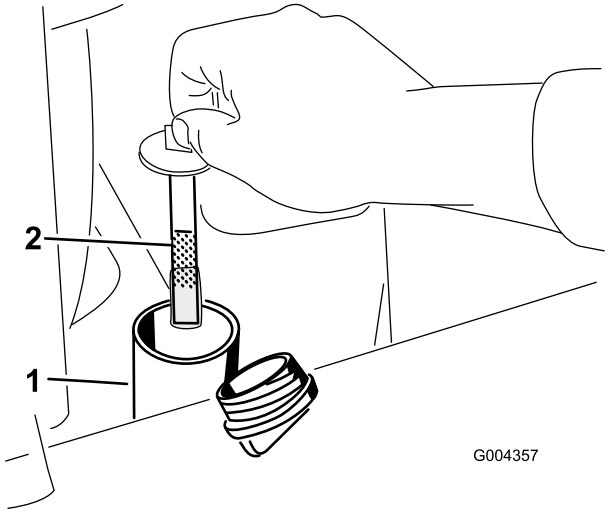

**Figur 18**
6. Ta loss locket från påfyllningsröret och kontrollera oljenivån på oljestickan (Figur 18).